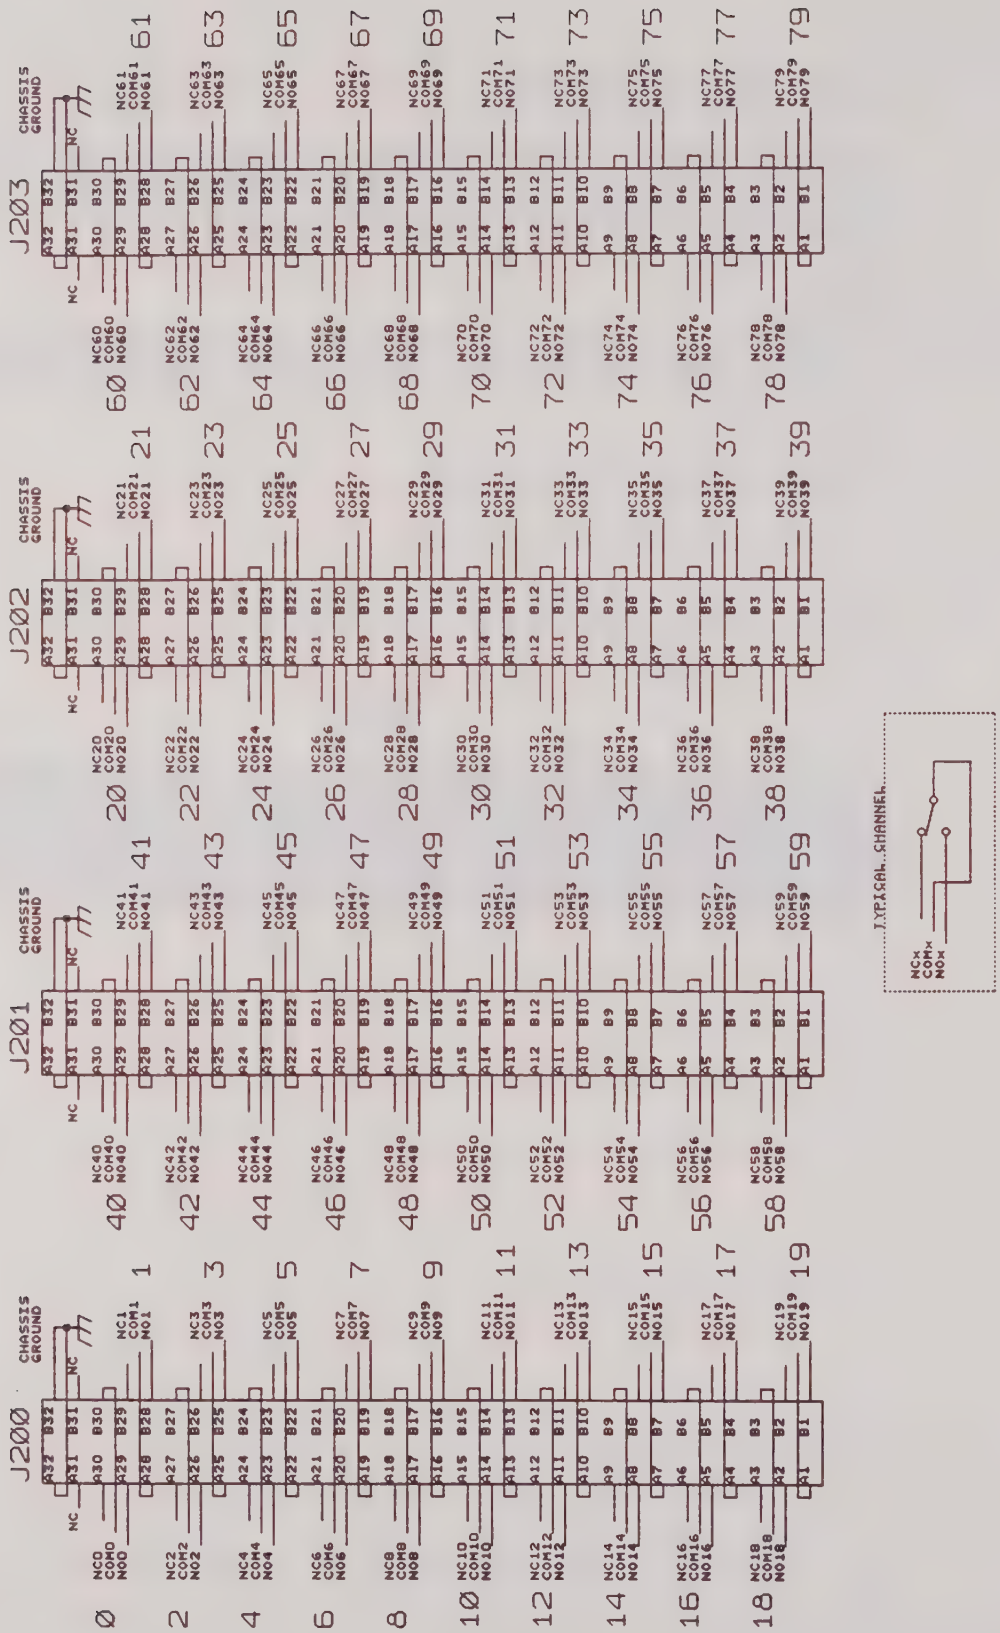

Figure 3-1, 1260-17 Block Diagram
The 1260-17 80-Channel SPDT Switch Module is a high density multipurpose switch card. It switches single lines per channel. Each channel is available at the modules front panel as either a normally open (NO) or normally closed (NC) path. A block diagram of the module is shown in Figure 3-1.